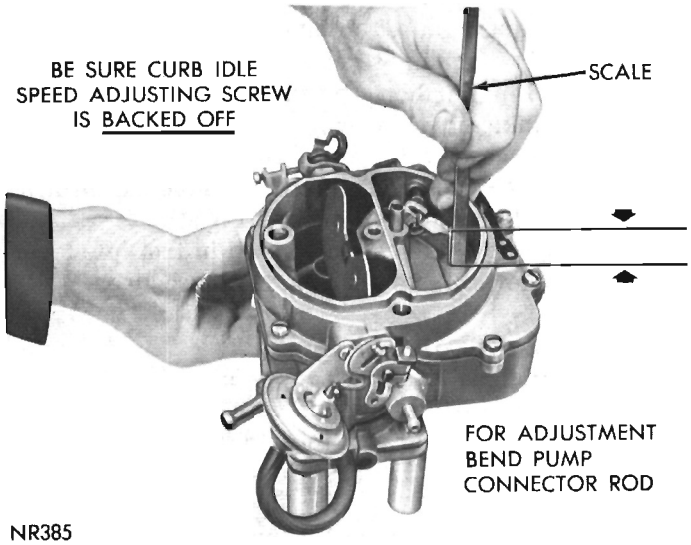

Fig. 9—Checking Accelerator Pump Setting
(1) Back off idle speed adjusting screw. Open choke valve so that fast idle cam allows throttle valves to be completely seated in bores. Be sure that pump connector rod is installed in outer hole of throttle lever.
(2) Close throttle valves tightly. Measure the distance between top of air horn and end of plunger shaft, (Fig. 9). This measurement should be 1.00 inch.
(3) To adjust pump travel, bend pump connector rod using Tool T-109-213, at lower angle of rod, until correct setting has been obtained.